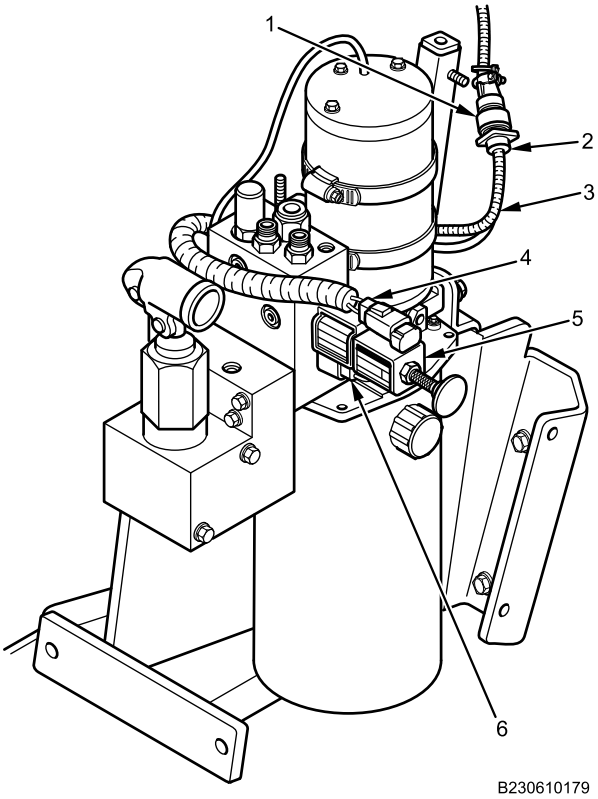

Figure 2. Rear Door/Ramp Valve Harness Connectors.
4. Disconnect two wire connectors (Figure 2, Item 4 and 6) from manual override valve (Figure 2, Item 5).
5. Disconnect rear door/ramp hydraulic system harness connector (Figure 2, Item 2) from rear door/ramp control harness connector (Figure 2, Item 1).
6. Remove and discard cable lock straps. Remove rear door/ramp hydraulic system harness (Figure 2, Item 3).